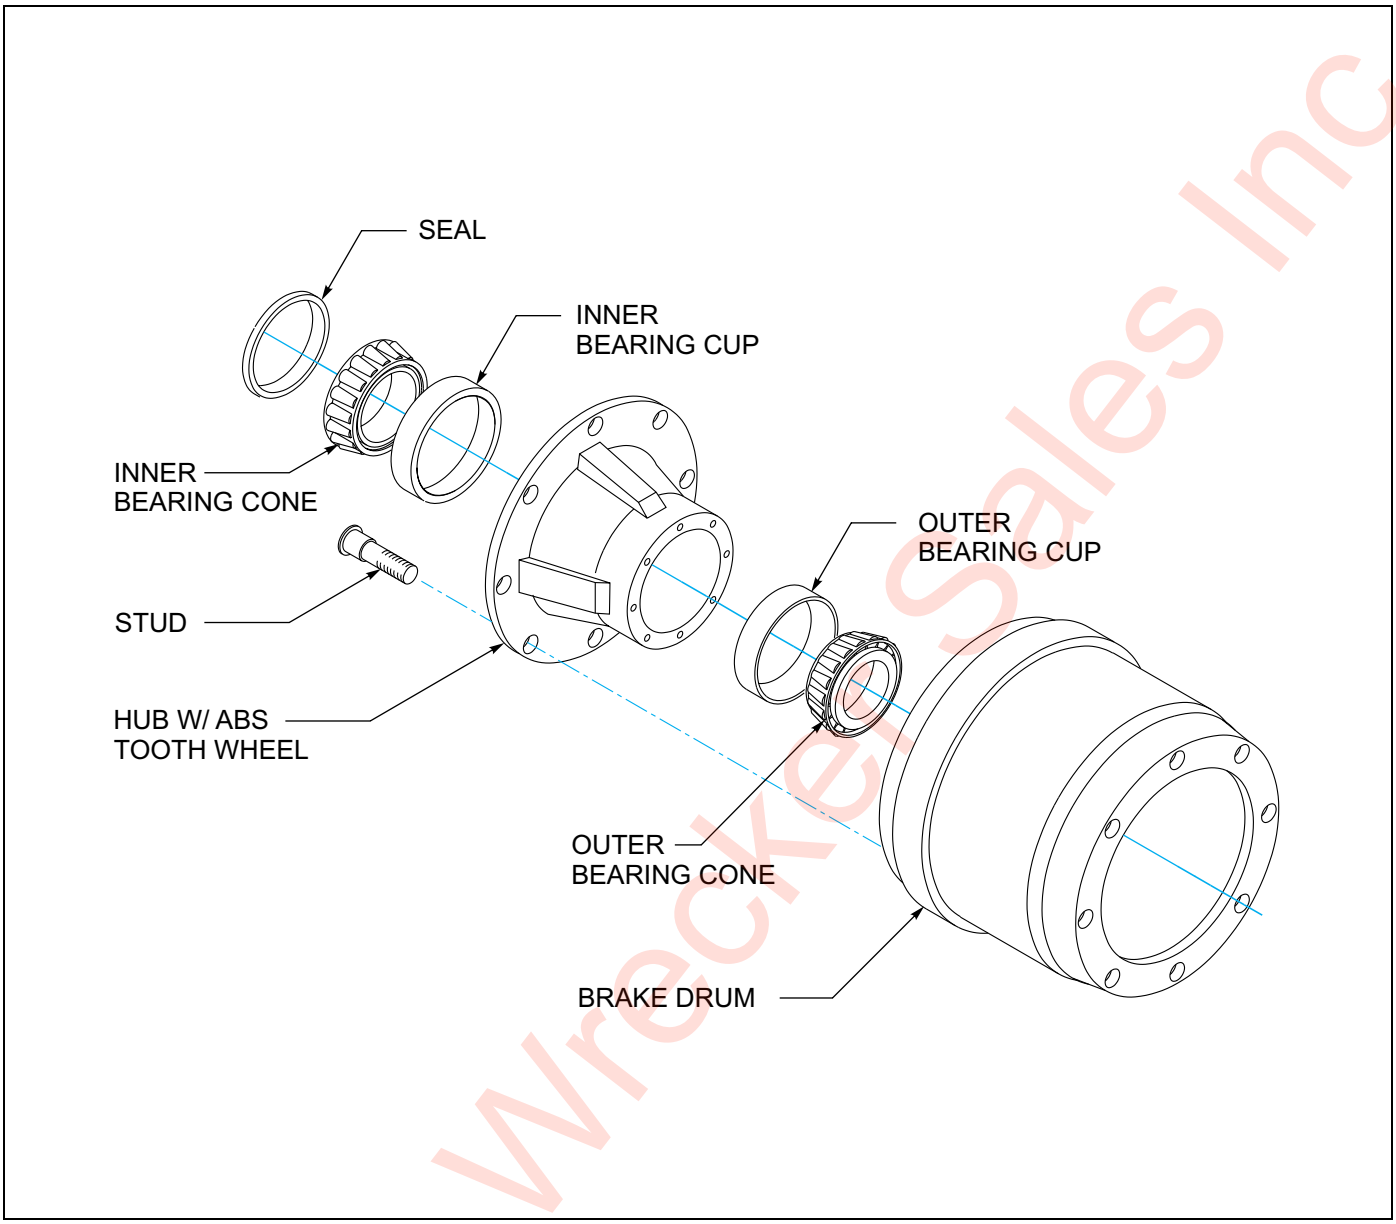

Figure 4-13: Outboard Hub and Drum
4. Replace the hub and drum as follows: **(See Figure 4-13.)**
a. Remove the brake drum **(See Figure 4-13.)** It may be necessary to release the slack adjuster.